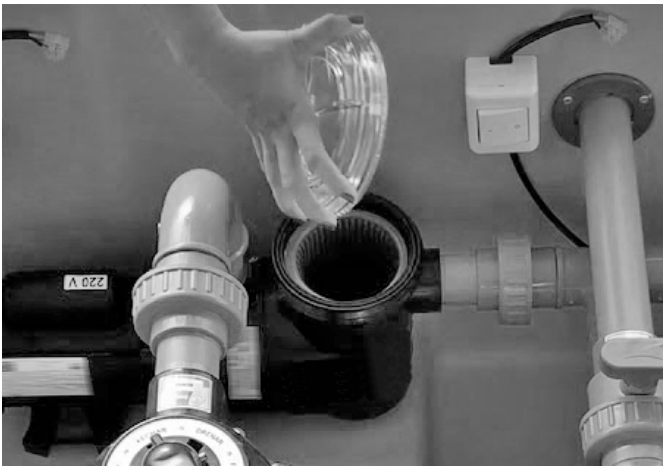

Fig. 4
6.7 Para realizar a limpeza do Pré-Filtro, abra a tampa e retire o cesto interno (Fig.4).